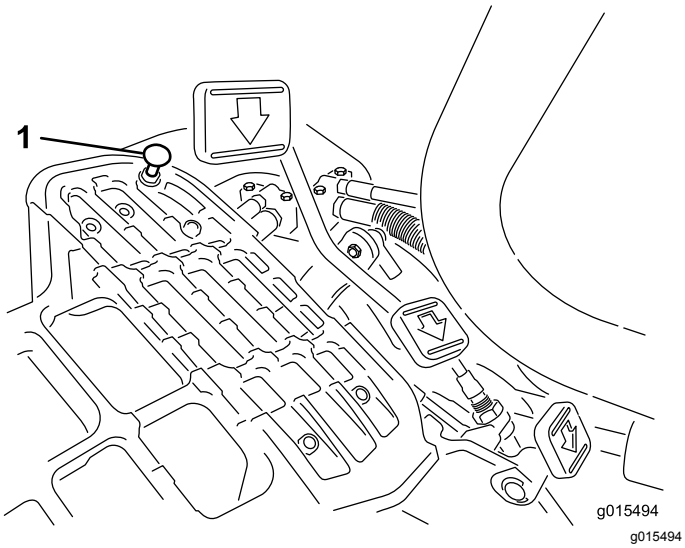

Figuur 39
Om de maximale transportsnelheid te verkrijgen, moet u de schakelhendel in de TRANSPORTSTAND zetten en het tractiepedaal intrappen. Als het pedaal contact maakt met de pedaalaanslag (Figuur 39) voordat u
1. Zet de schakelhendel in de TRANSPORTSTAND en draai de borgmoer los waarmee de pedaalaanslag is bevestigd aan de vloerplaat (Figuur 39).